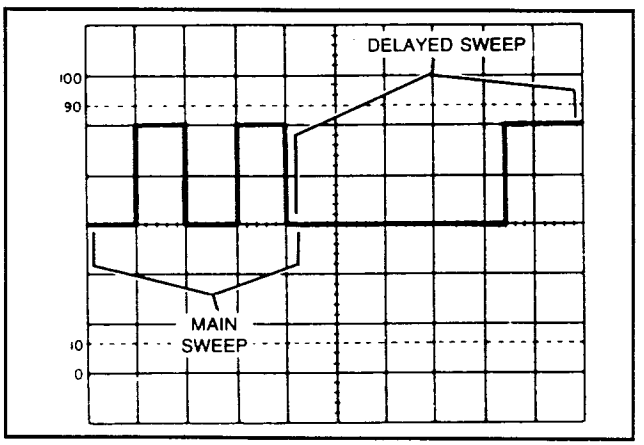

Fig. 6. MIX SWEEP MODE Display.
(Refer to Fig. 6)
2. Set the **SWEEP MODE** switch to the **MIX** position. The display will show the main sweep on the left portion (representing the **MAIN TIME BASE** control setting) and the delayed sweep on the right portion (representing the **DELAY TIME BASE** control setting). The **MAIN TIME BASE** portion of the trace will be brighter than the delayed time base portion. Fig. 6 shows a typical display for the **MIX** display mode.